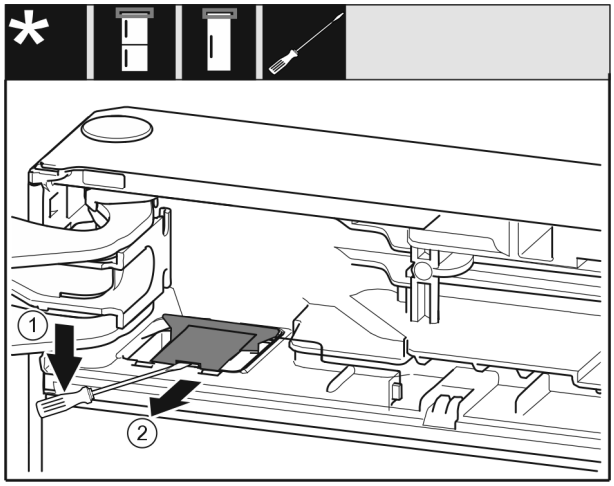

Fig. 11
▶ Met een platte schroevendraaier de afdekking *Fig. 11 (1)* losmaken.
▶ Afdekking *Fig. 11 (2)* eruit trekken.